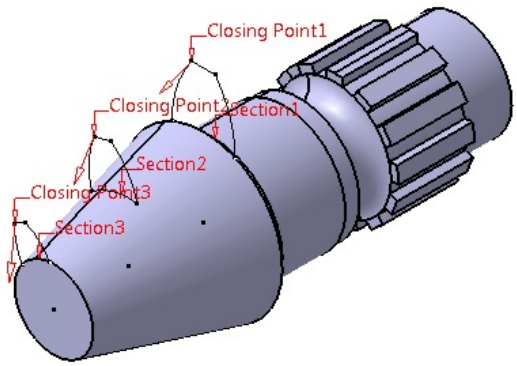

Figure 9-75 *Closing points and their directions*
f. Create a multi-section solid feature by using three sections, refer to Figures 9-75 and 9-76.
to Figure 9-75.